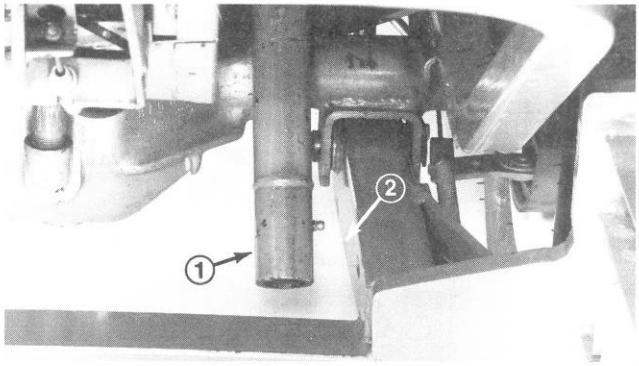

Figure 24
1. Make sure PTO shaft on traction unit clears cutting unit frame, engage parking brake, be sure traction pedal is in neutral, PTO lever is in OFF position, start engine and raise frame (Fig. 24).